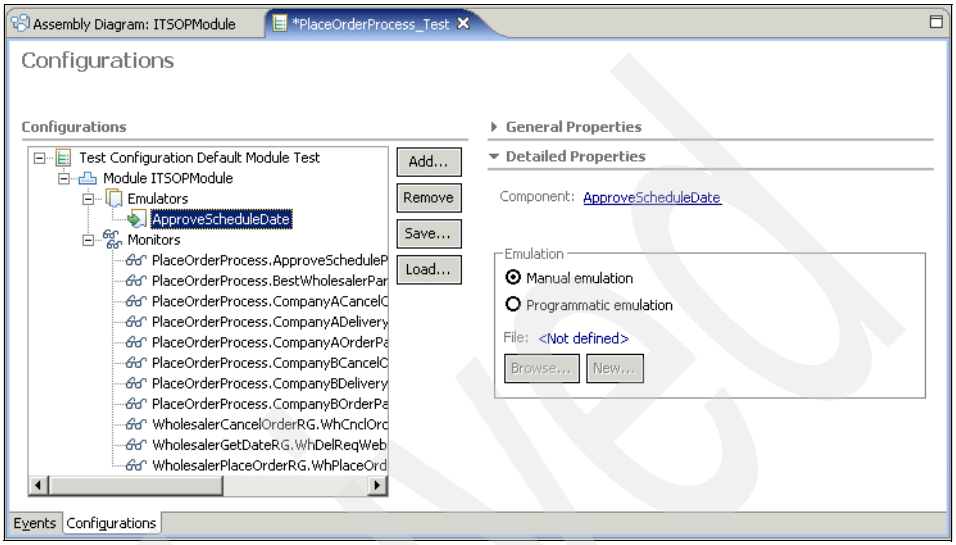

Figure 13-73 The PlaceOrderProcess Integration Test Client Configuration page
b. Ensure that the only remaining emulator is ApproveScheduleDate. We emulate this human task for now. Figure 13-73 shows the Integration Test Client configuration page after completing these steps.